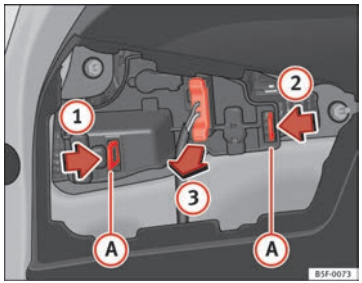

Fig. 155 Desmontar o porta-lâmpadas
– Desbloquear as linguetas de fixação (A) do porta-lâmpadas, no sentido das setas (1) e (2) ⇒ Fig. 155.
– Retire o porta-lâmpadas do seu lugar no sentido da seta (3) ⇒ Fig. 155.
– Monte o porta-lâmpadas certificando-se que os clipes de fixação ⇒ Fig. 155 (A) estão presos correctamente.